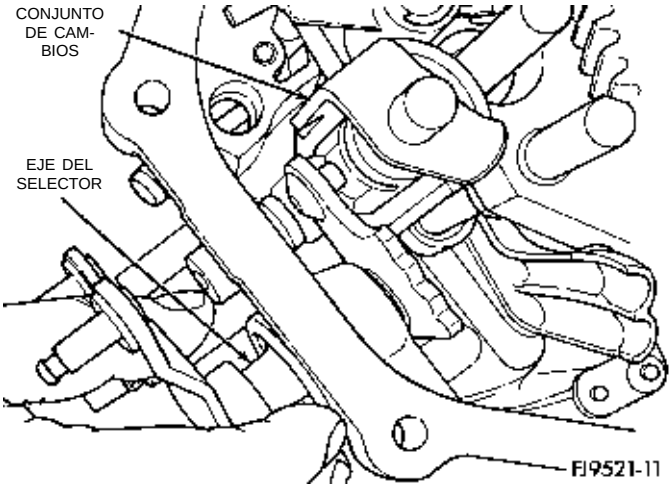

Fig. 70 Eje del selector
(14) Retire la caja de engranajes del soporte de banco.
(15) Instale la caja de engranajes en un accesorio de soporte con la tapa de extremo hacia abajo.
(16) Gire el eje del selector de cambios en el conjunto del interceptor (Fig. 70).